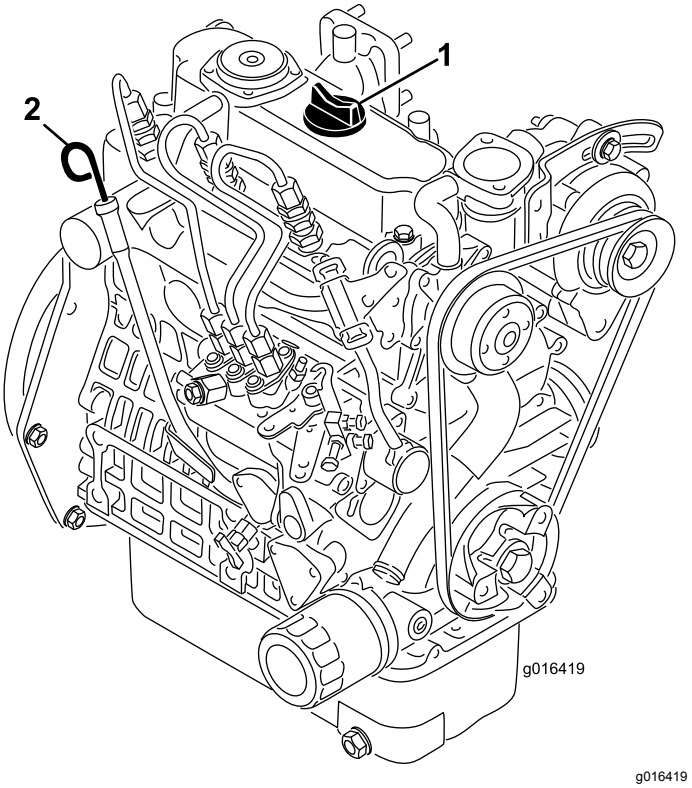

Figur 35
2. Fjern målepinden, og aftør den med en ren klud (Figur 35).